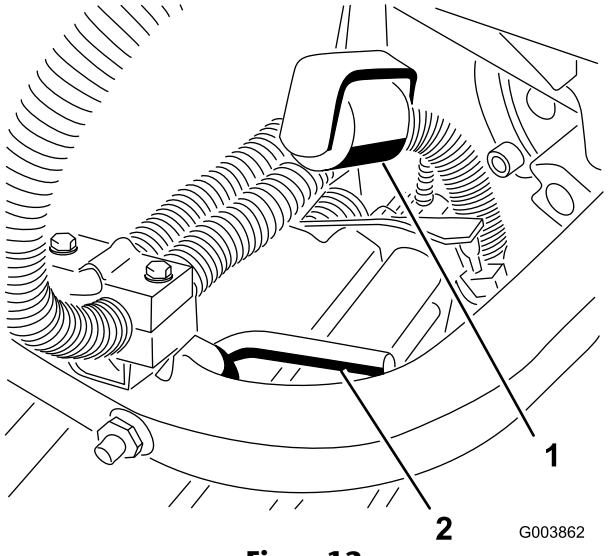

Figur 12
10. Kontroller justeringen av blokkeringsvalsene (Figur 12). Når de er korrekt justerte kommer de i kontakt med blokkeringsspakene på bakre løftearmer og støtter klippeenhetene når de er helt hevet.